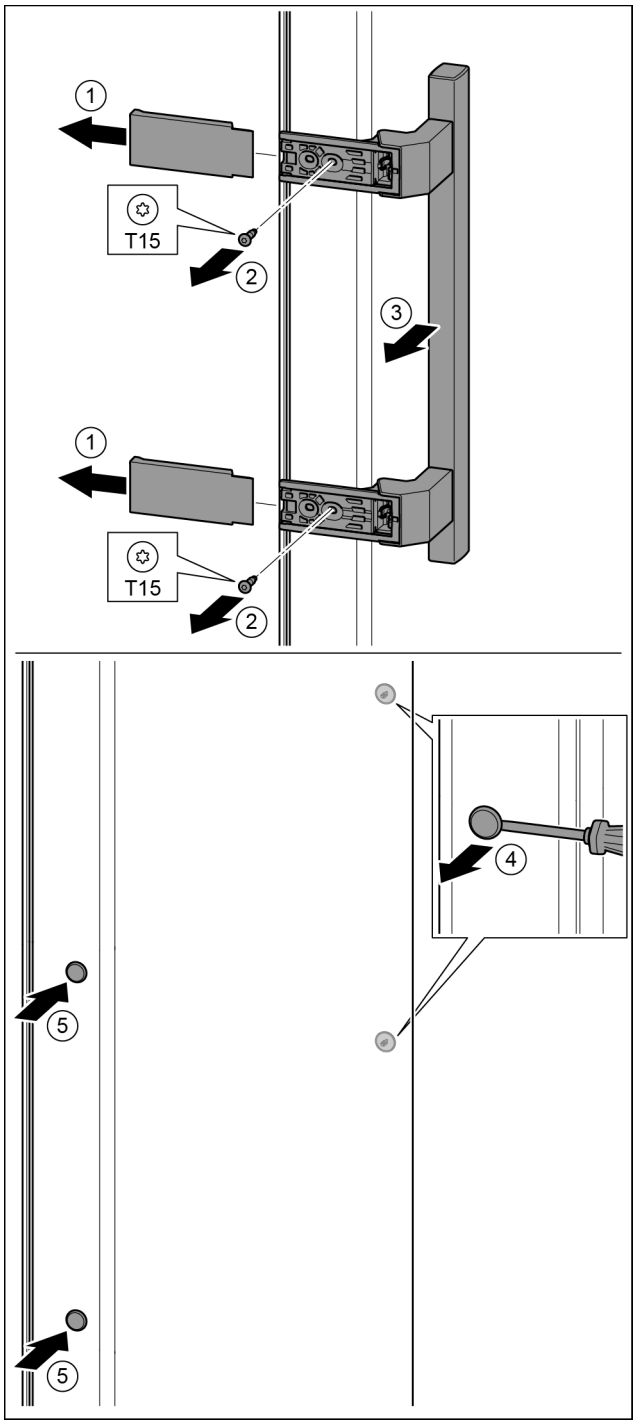

Fig. 18
▶ Retire la cubierta. *Fig. 18 (1)*
▶ Desenrosque los tornillos con el destornillador T15. *Fig. 18 (2)*
▶ Retire el tirador. *Fig. 18 (3)*
▶ Levante cuidadosamente el tapón lateral con un destornillador para tornillos de cabeza ranurada y extráigalo. *Fig. 18 (4)*
▶ Vuelva a colocar el tapón en el otro lado. *Fig. 18 (5)*